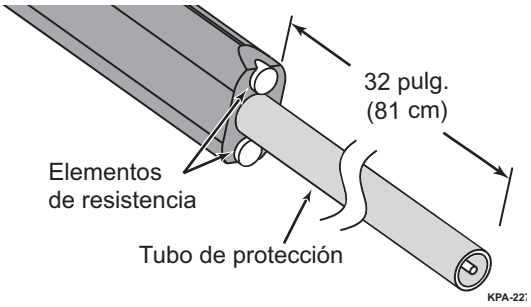

Figura 4 — Extraer la funda del cable
Paso 1: Extraiga 32 pulgadas de funda del cable y corte los elementos de resistencia al ras con el extremo de la funda del cable saliendo intacto del tubo protector(Figura 4).